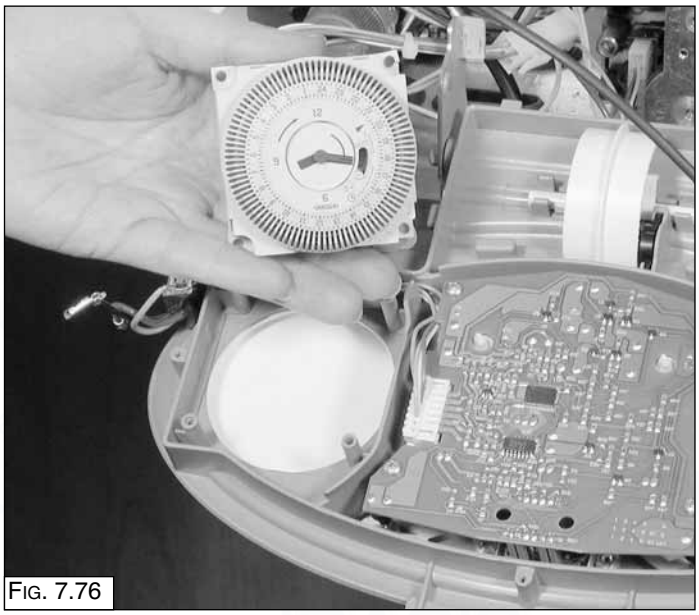

FIG. 7.76
3. Remove the time clock (FIG. 7.76).